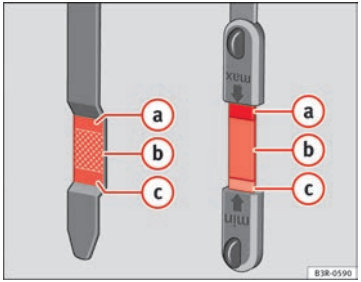

Fig. 177 Markings on oil dipstick
– Then pull it out once more and check the oil level ⇒ fig. 177. If the oil level is too low, add more engine oil ⇒ page 230.